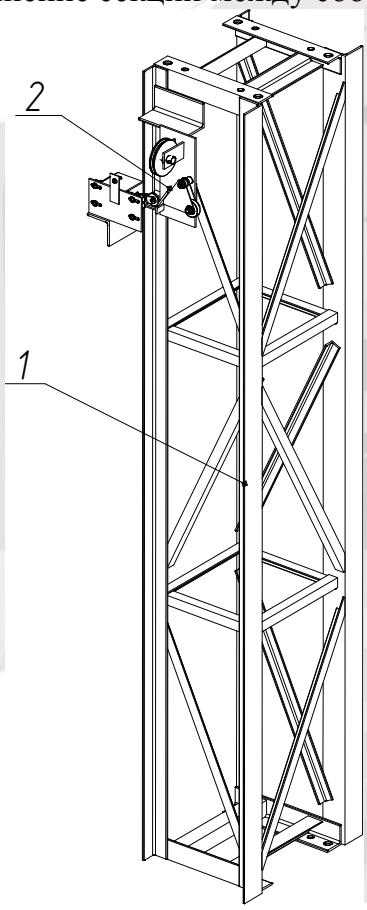

Рис. 4 – Секция нижняя
Секция нижняя (рис. 4) представляет собой секцию рядовую (1) с установленным на ней механизмом ограничения нижнего положения грузовой каретки (2).